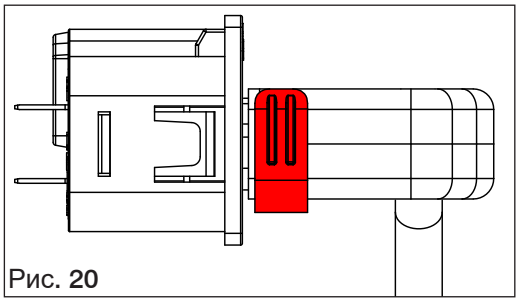

Рис. 20
2. Положение фиксатора в подключенном состоянии (Рис. 20).